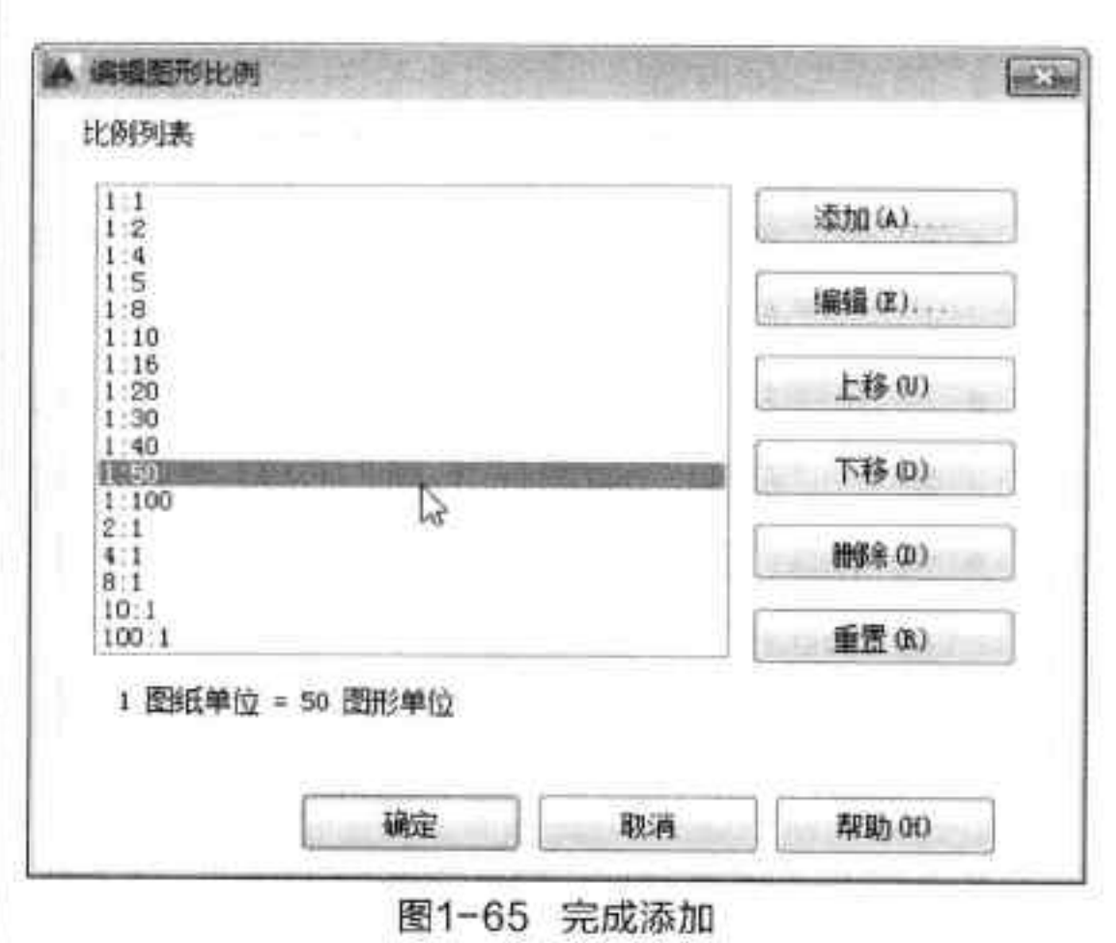

图1-65 完成添加
Step 04 返回“编辑图形比例”对话框，选中添加的比例值，单击“确定”按钮即可，如图 1-65 所示。